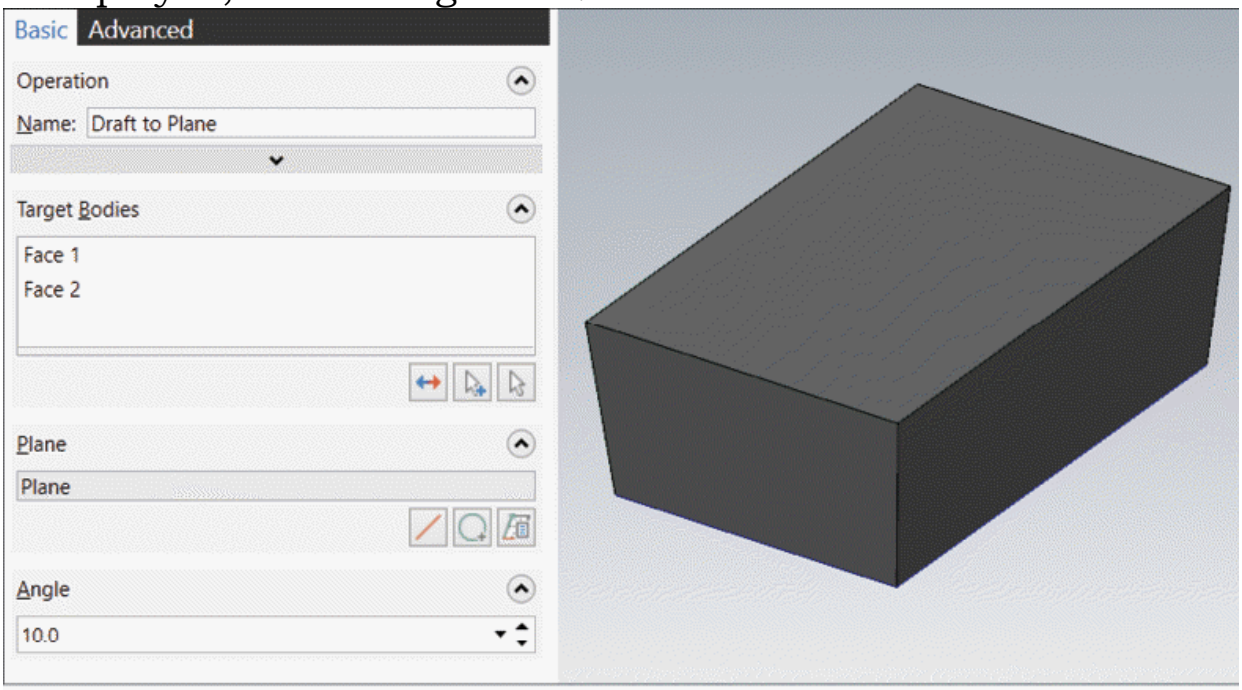

Figure-72. Preview of draft by plane
- On selecting the plane, preview of draft feature will be displayed; refer to Figure-72.